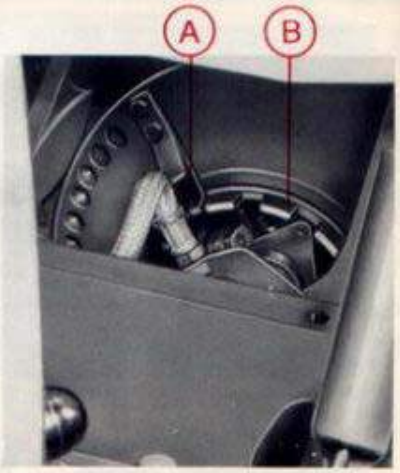

Fig. 25
1) Togliere lo sportello che chiude l'apertura rettangolare praticato nella parte inferiore del corpo unione (Fig. 25).
2) A frizione disinnestata e con il cambio in folle ruotare il volano motore sino a che la lamina elastica di fermo A (Fig. 25) della ghiera di regolazione della frizione si presenta in corrispondenza dell'apertura rettangolare.
4) Sollevare la lamina elastica e ruotare la ghiera B (Fig. 25) in senso antiorario (per chi guarda il motore dal posto di guida) di uno o due intagli: una rotazione eccessiva potrebbe portare al difettoso funzionamento della frizione.